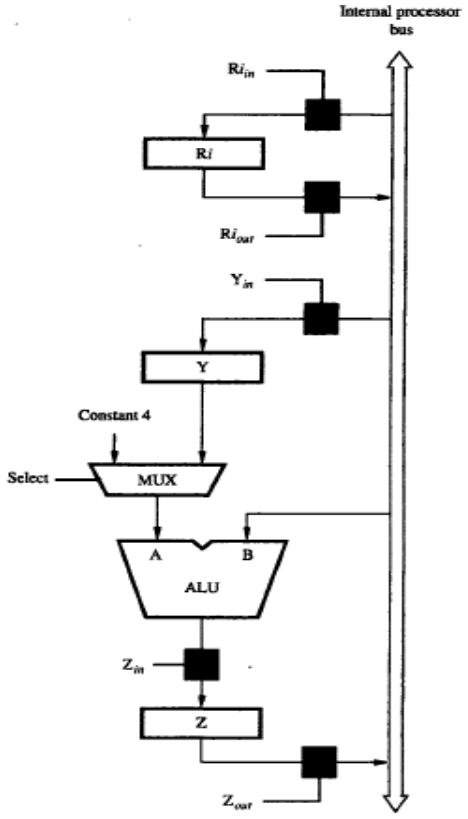

Figure 7.2 Input and output gating for the registers in Figure 7.1.
1. Enable the output of registers R1 by setting R1out to 1 (Figure 7.2). This places thecontents of R1 on processor-bus.
PERFORMING AN ARITHMETIC OR LOGIC OPERATION(refer fig:7.2)